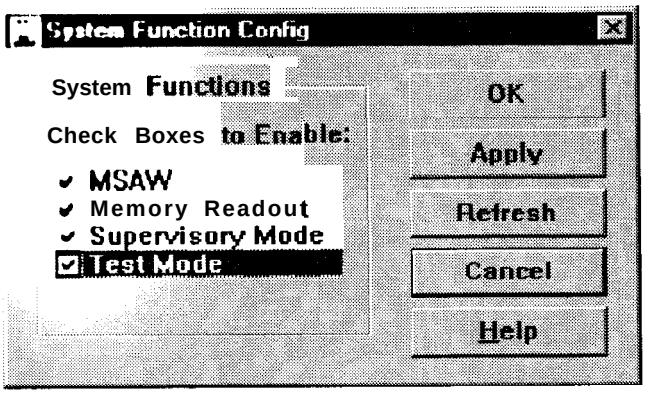

FIGURE 4-79. SYSTEM FUNCTION CONFIG WINDOW
2. Observe the System Function Config window (Figure 4-79).